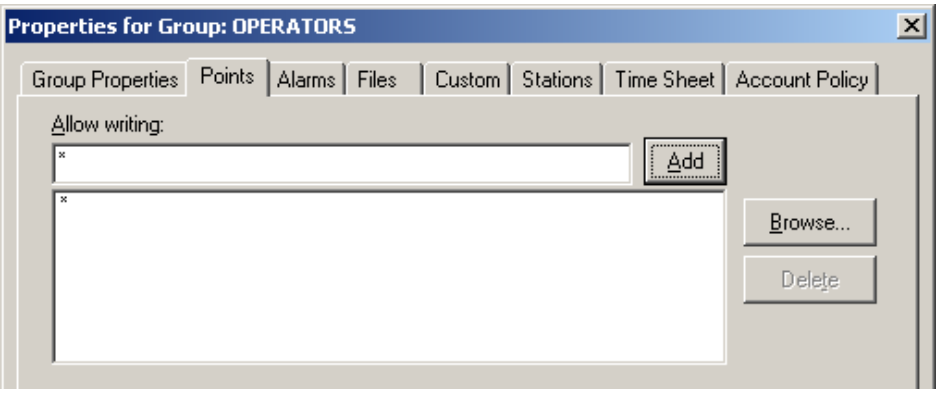

Figure L16.11 - Granting Write Access to OPERATORS Group
2. Select the Points tab. Enter ***** in the Allow writing list and click on "Add" to provide write access permissions to all OPC points when a user from the OPERATORS group is logged on, as depicted in Figure L16.11.